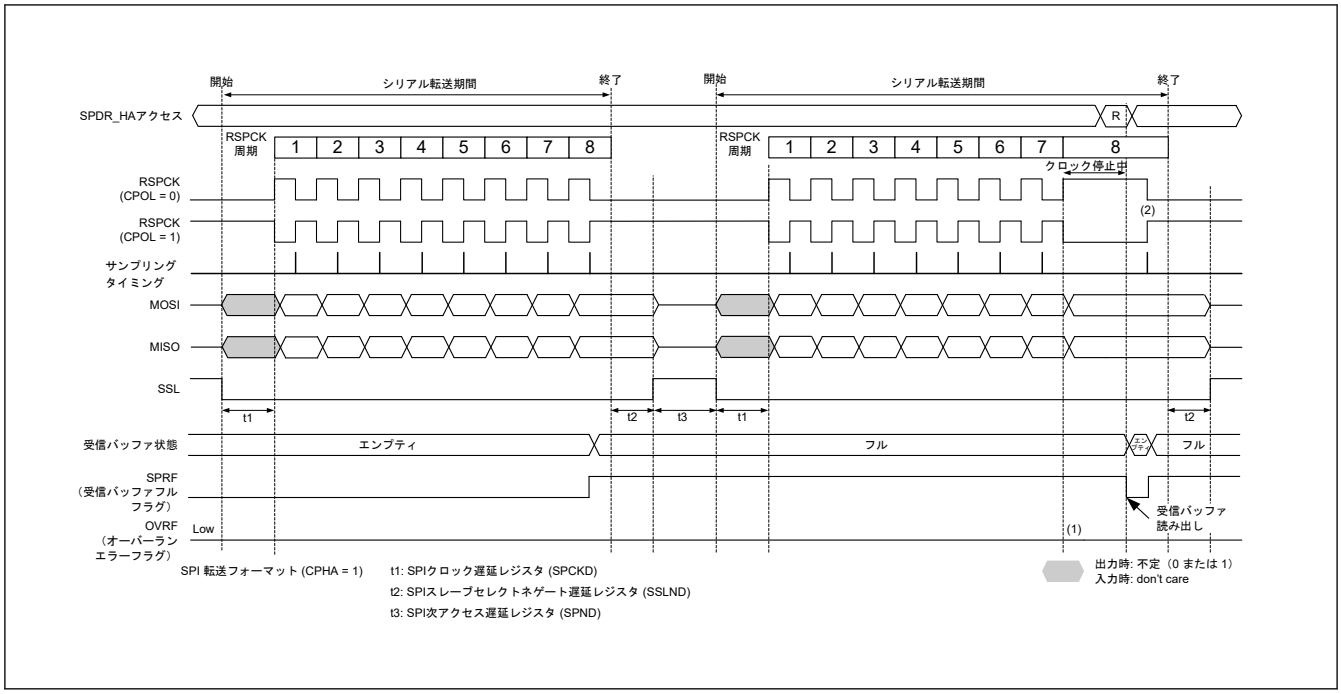
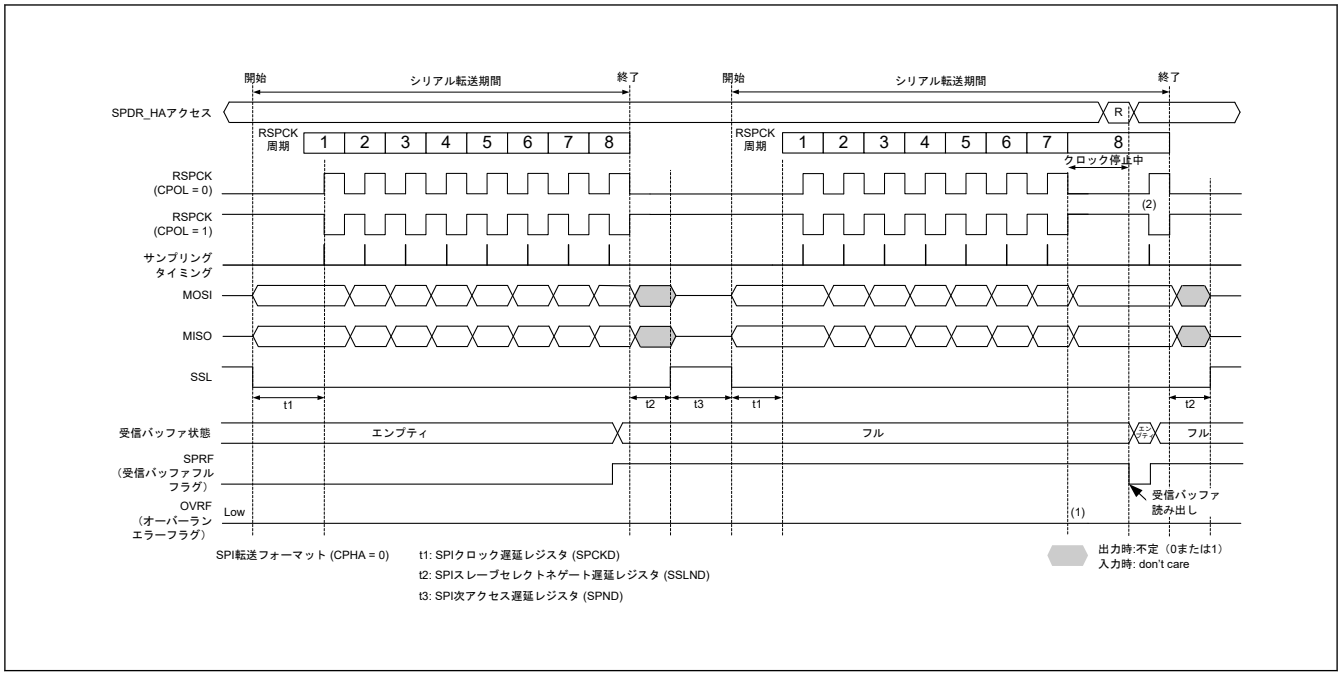

図 28.38　マスタモードの受信バッファフル状態でシリアル転送が継続するときのクロック停止波形 (SPCMDm.CPHA = 1)
図 28.39　マスタモードの受信バッファフル状態でシリアル転送が継続するときのクロック停止波形 (SPCMDm.CPHA = 0)
マスタモードで RSPCK 自動停止機能を有効 (SPCR2.SCKASE = 1) にした場合は、オーバーランエラーが発生しません。図 28.38、図 28.39 にマスタモードの受信バッファフル状態でシリアル転送が継続するときのクロック停止波形を示します。
以下に、図 28.38 および図 28.39 の (1)、(2) に示したタイミングでのフラグ動作を説明します。